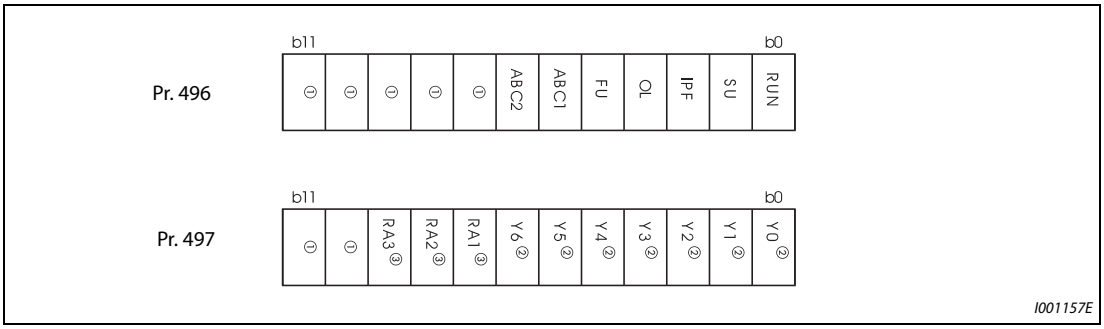

***Fig. 5-170:*** *Remote output data*
- Refer to the fig. 5-170, and set "1" in the terminal bit (terminal with the REM signal assigned) of Pr. 496 or Pr. 497 to turn ON the output terminal (OFF when using negative logic). Set "0" to turn OFF the output terminal (ON when using negative logic).